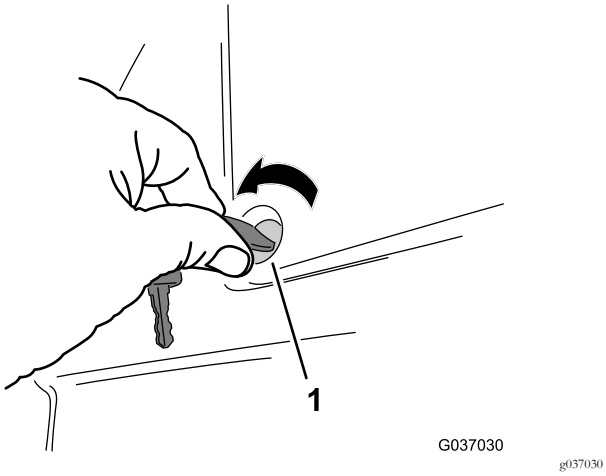

Figur 1
1. Vrid de två kvartsvarvsfästelementen som fäster batterikåpan till förarplattformen moturs och ta bort kåpan (Figur 1).